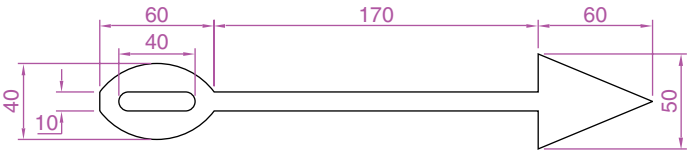

Fig. 3.41 Exercise 10
10. Construct Fig. 3.41 using the **Line** and **Arc** tools. Then change all widths of lines and arcs to a width of **2** with **Polyline Edit**.